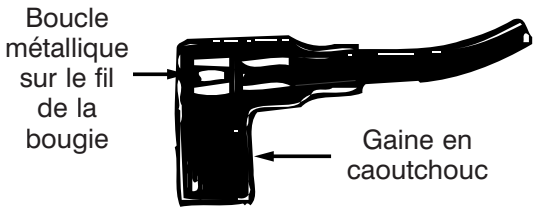

Figure 8
- Branchez le fil de la bougie sur cette dernière. Si une gaine en caoutchouc recouvre l'extrémité du fil de la bougie, assurez-vous que la boucle métallique, au bout du fil de la bougie (dans la gaine en caoutchouc), est bien fixée sur l'embout métallique de la bougie. Voir la Figure 8.